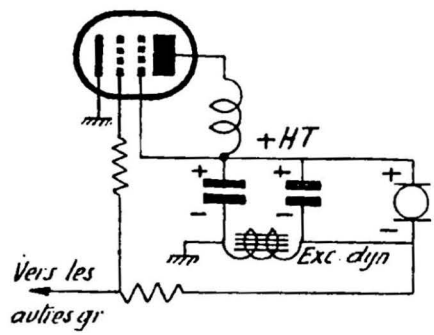

Fig. 7. — Polarisation prise sur le « filtrage par le négatif ».
Les malins ont pensé intercaler la bobine de filtrage sur le chemin de retour (1), comme l'indique la figure 7.
N.D.L.D. — Dans le schéma de la figure 7, la valeur de la tension de polarisation sera trop élevée. On la réduit en montant deux résistances en potentiomètre sur l'enroulement d'excitation et en prélevant la tension sur leur point commun.
(1) Le premier électrolytique est évidemment isolé de la masse du châssis.